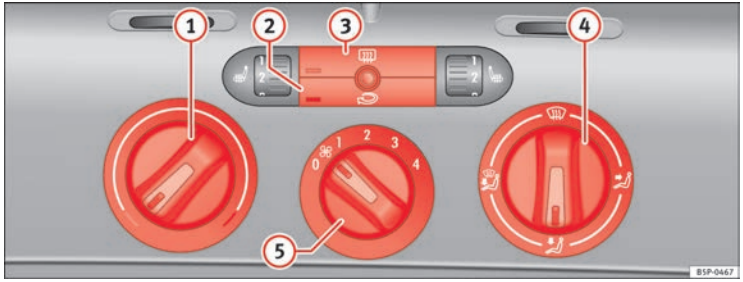

Fig. 128 Heating controls on the dash panel
– Using the controls ⇒ fig. 128 (1) and (4) and the control (5) you can set the temperature, air distribution and the blower speed.
– To switch a function on or off, press the appropriate button (2) or (3). When the function is activated, the display window in the lower left of the button is lit.